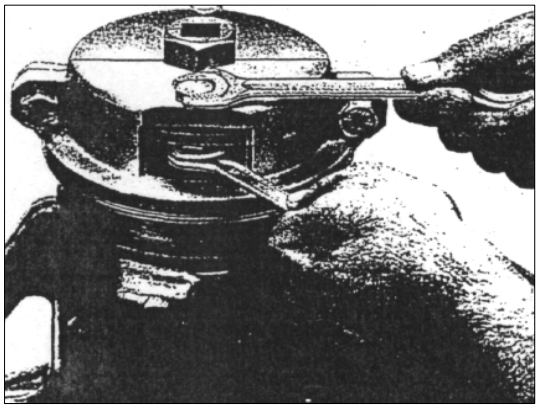

РИС. 319
10) Прикрутите съёмник 2640 5890 3501 к соединительному фланцу ведущей шестерни главной передачи, с помощью двух болтов М10 (см. рис.319). Благодаря этому, разъемное распорное кольцо, между подшипниками хвостовика, будет удерживаться крепко.